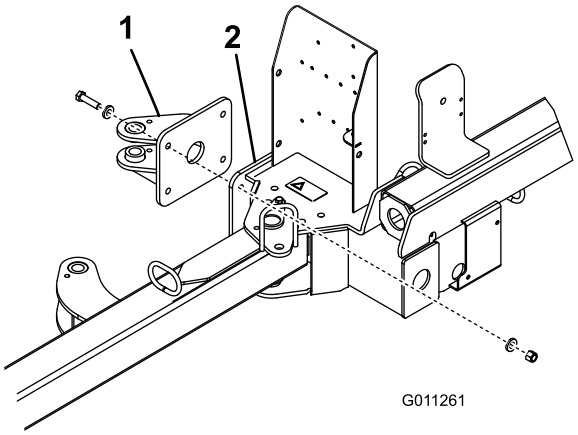

Figur 5
1. Fest bakre aktuatortapp til oppsamlerrammen med 4 bolter (1/2 x 2 tommer), 8 flate skiver (0,531 x 0,063) og 4 låsemuttere (1/2 tomme). Plasser komponentene som vist i Figur 5.